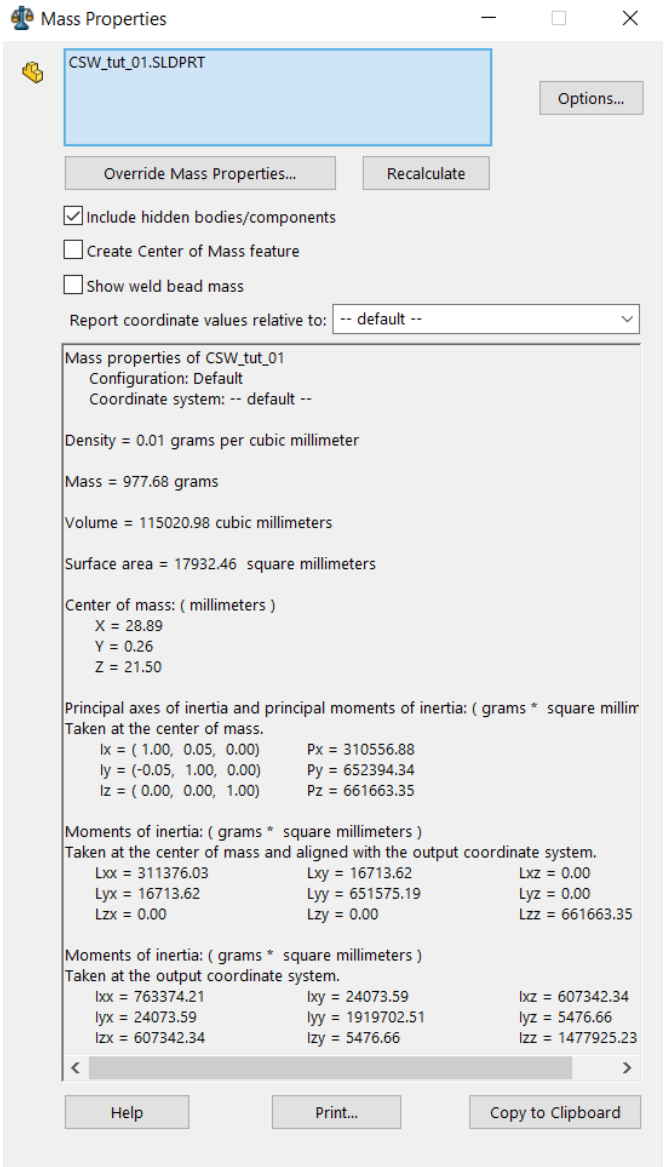

***Figure 7** The **Mass Properties** dialog box*
4. Select the **Mass Properties** tool from the **Evaluate CommandManager**; the **Mass Properties** dialog box with the center of mass value is displayed, refer to Figure 7.